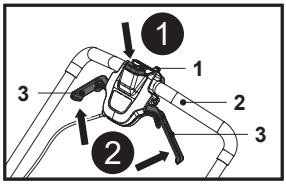

Fig. 16
2. Appuyer sur l'interrupteur de sécurité (1) et le maintenir (Fig. 16, étape 1).
3. Tirer les leviers de démarrage (3) vers le guidon (2) et les maintenir dans cette position (Fig. 16, étape 2).
4. Relâcher l'interrupteur de sécurité (1) dès que le moteur commence à tourner. La tondeuse continue à fonctionner jusqu'à ce que les leviers de démarrage (3) soient relâchés.
5. Relâcher les leviers de démarrage (3) pour arrêter le moteur.